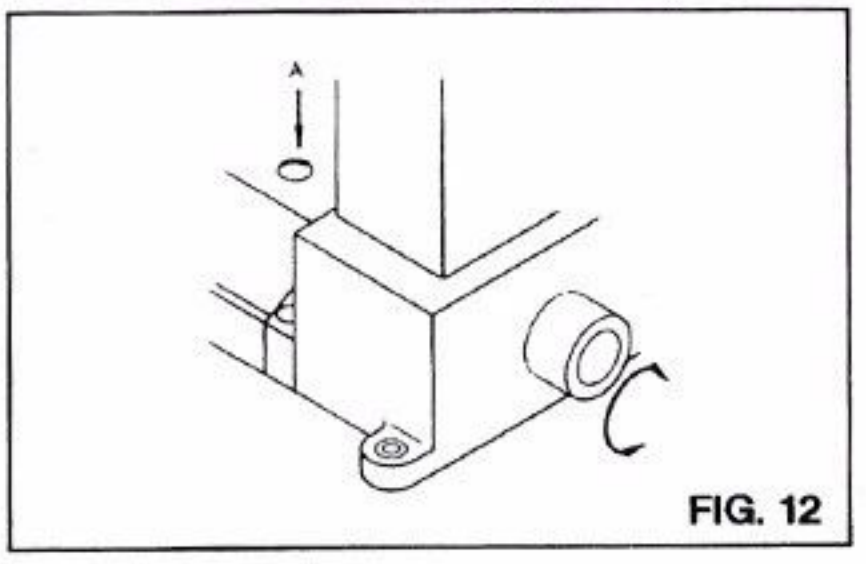

FIG. 12
Be sure to turn off motor before adjust. Push stitch length Regulator Button (A) and turn pulley until the button lock in the stitch regulator . Then , turn pulley again to reach desired stitch length. Turn pulley clockwise for longer stitch length, vice versa. Then, release the Button. (Fig. 12)